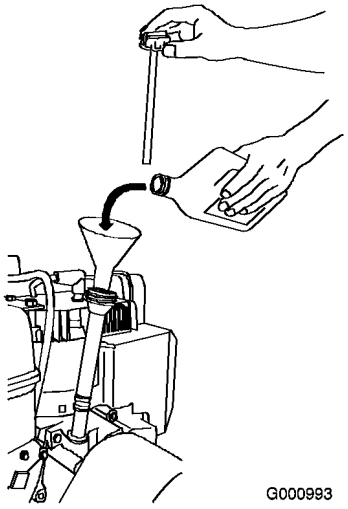

Figura 13
1. Togliete l'asta di livello e versate **lentamente** l'olio nel tubo di riempimento fino a portarne il livello al segno di pieno (Full) sull'asta. **Non riempite troppo** (Figura 13).